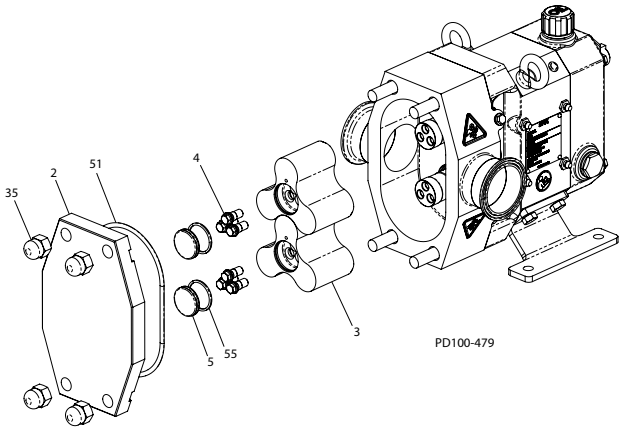

Afbeelding 30 - Verwijdering van pompkap en rotor
Tabel 4: Referentietabel voor Afbeelding 30
1. Verwijder de dopmoeren van de afscherming (Afbeelding 30, item 35).
2. Verwijder de afscherming (item 2). Er werden op het montage-oppervlak van de afscherming holtes voorzien die u toelaten om met een schroevendraaier de afscherming te verwijderen.
3. Verwijder en controleer de O-ringen (item 51)
1. Verwijder de schroefdoppen (Afbeelding 30, item 5) van de rotors (item 3). Verwijder en controleer de O-ringen (item 55).
3. Verwijder de rotors (Afbeelding 30, item 3). Als de rotors niet met de hand kunnen worden verwijderd, wring dan om ze vrij te krijgen. Als dit niet lukt, gebruikt u een houten hamer om de rotors los te krijgen.